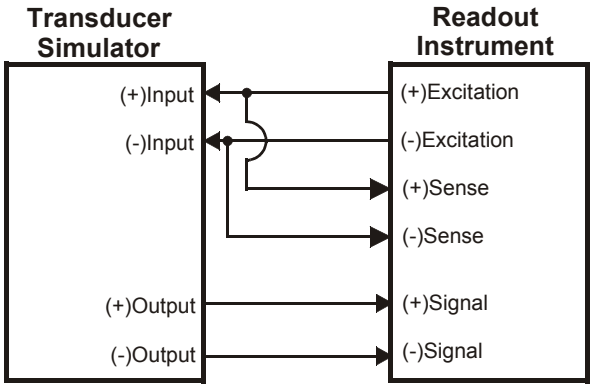

Figure 2-2: Wiring to Readout Instrument w/Excitation Sense Wires
2. Wire the voltmeter to the transducer simulator according to Figure 2-2:"Wiring to Readout Instrument w/Excitation Sense Wires" on page 14. All connecting wires should be of a similar length. Connect the voltmeter's "ratio reference sense" terminals to the transducer simulator directly at the (+)Input and (-)Input terminals.